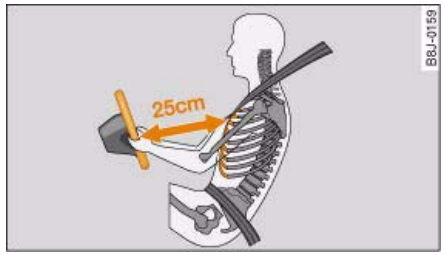

Fig. 217 Minimum distance from steering wheel
- **It is important for the driver and front passenger to maintain a distance of at least 25 cm from the steering wheel or dashboard ⇒ fig. 217. The airbag system will not be able to give the required protection if you sit too close to the steering wheel or dashboard. There is also a risk of injury if the airbags are inflated. The front seats and head restraints must always be positioned correctly for the height of the occupant.**